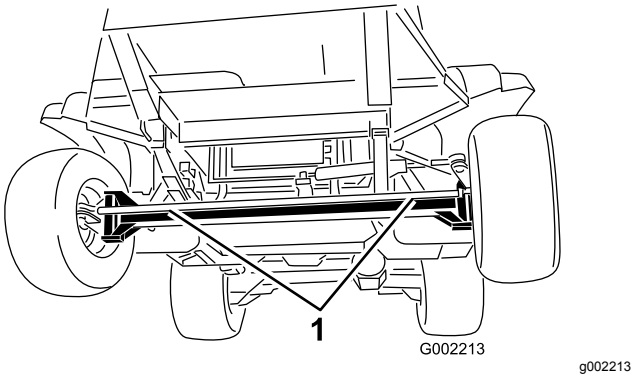
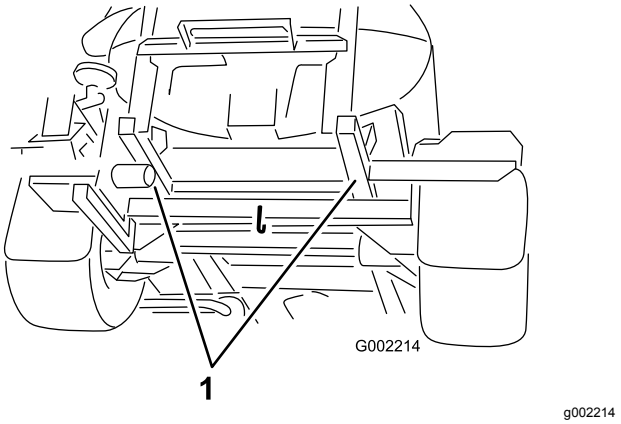

Figuur 53
Figuur 54
2. Bevestig een sleepkabel aan het frame; zoek de sleeppunten voor- en achteraan in Figuur 53 en Figuur 54.